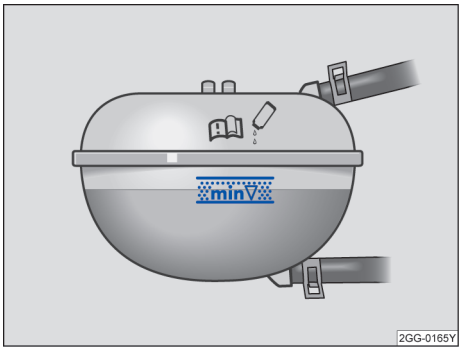

图 207 冷却液补偿容器上的液位标记
– 发动机处于冷态时检查冷却液液位是否处在膨胀罐侧面的标记范围内。→图 207